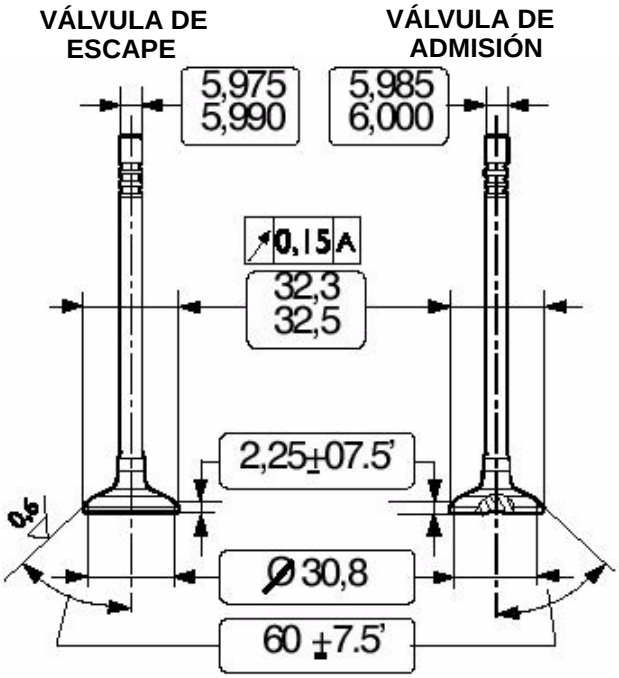

Figura 167
Con un micrómetro (2) mida el vástago de las válvulas (1): el mismo debe ser del valor que se indica en la figura 167. Si es necesario, rectifique las sedes en las válvulas con la rectificadora específica, retirando la menor cantidad posible de material.